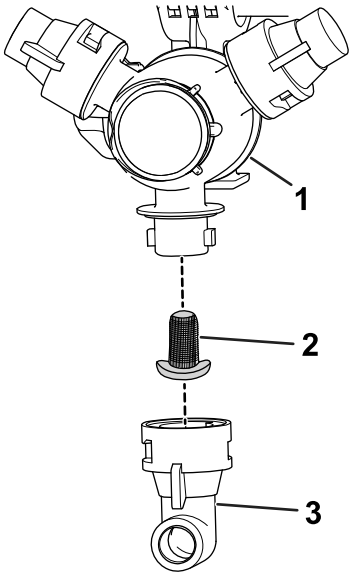

Bild 52
2. Nehmen Sie die Düse vom Sprühdrehkreuz ab (Bild 52.
3. Entfernen Sie den Düsenfilter (Bild 52).
5. Setzen Sie den Düsenfilter ein (Bild 52).
6. Setzen Sie die Düse auf das Sprühdrehkreuz auf (Bild 52).